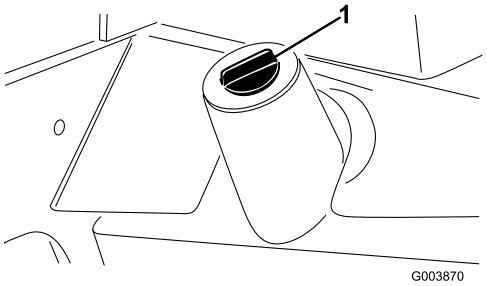

Figur 71
2. Sett et stort drensfat under den hydrauliske beholderens tappeplugg (Figur 71).
Fjern tappepluggen fra bunnen av den hydrauliske tanken (Figur 71) og la den hydrauliske oljen flyte ned i drensfatet.